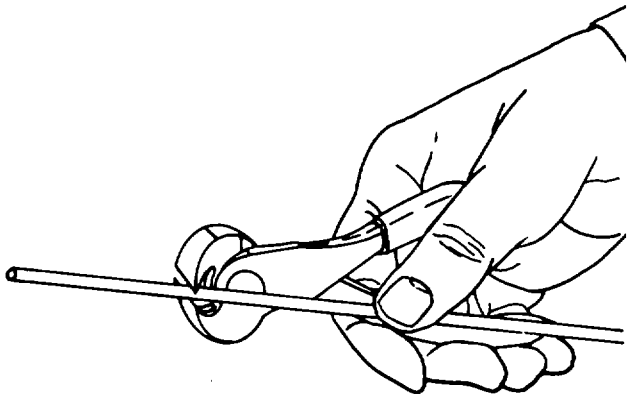
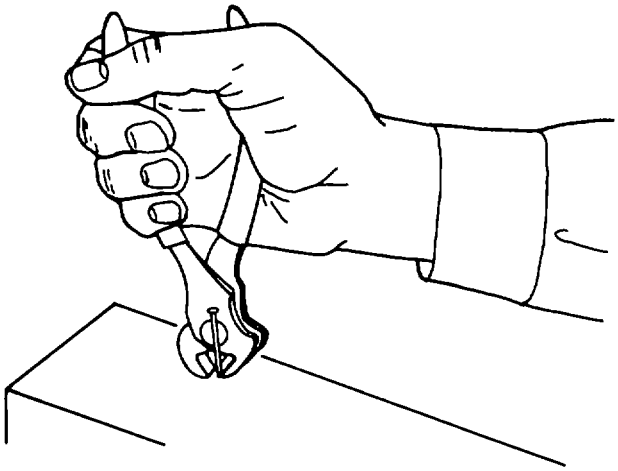

Figure 4-112. Cutting Wire
Figure 4-113. Flush Cutting
a. *Use*. Nippers and pincers, as previously stated, are used to cut wire, bolts, rivets, nails, and other similar items. Figure 4-112 illustrates the technique for cutting wire, and figure 4-113 shows the procedure for cutting a rivet or similar object flush with the surface.